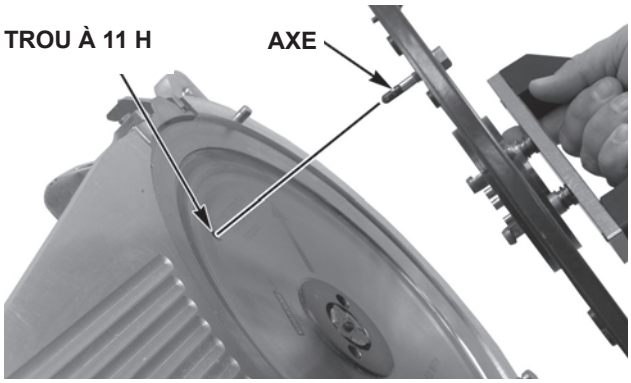

Fig. 13
- L'axe (Fig. 13) de l'extracteur est inséré dans le trou en position 11 h sur le couteau (Fig. 13).